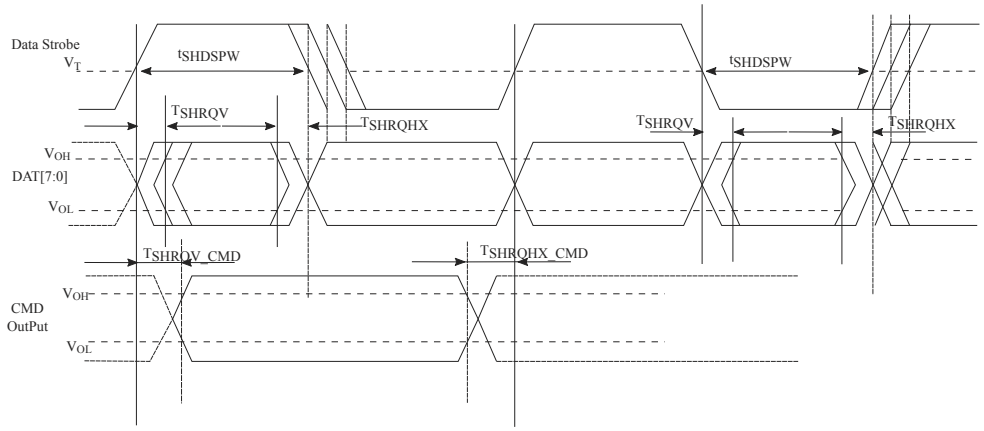

Figure 17. eSDHC HS400 mode input timing diagram
2. The symbols used for timing specifications herein follow the pattern of $t_{\text{(first two letters of functional block)(signal)(state) (reference)(state)}}$ for inputs and $t_{\text{(first two letters of functional block)(reference)(state)(signal)(state)}}$ for outputs. For example, t_{SHKHOX} symbolizes eSDHC highspeed mode device timing (SH) clock reference (K) going to the high (H) state, with respect to the output (O) reaching the invalid state (X) or output hold time. Note that in general, the clock reference symbol is based on five letters representing the clock of a particular functional. For rise and fall times, the latter convention is used with the appropriate letter: R (rise) or F (fall).
3. See Figure 17.